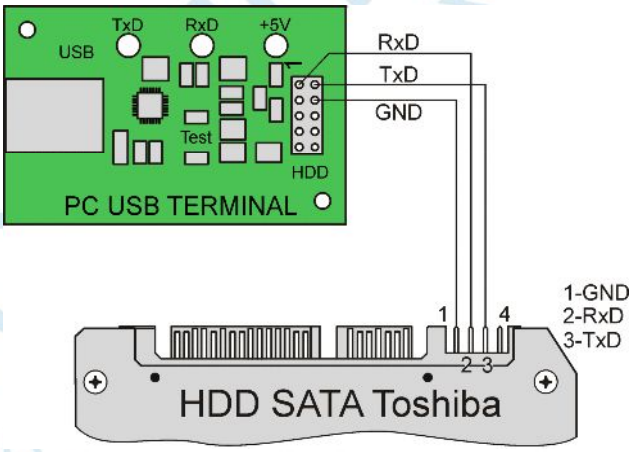

***Рис. 3.6. Схема подключения терминала к SATA HDD 2.5".***
**4)** Подсоединить переходник «PC-TOSH.SATA» к терминальному разъему HDD. Подсоединить адаптер «PC USB TERMINAL» к USB порту и переходнику «PC-TOSH.SATA» для возможности работы через терминал. При отсутствии переходника «PC-TOSH.SATA» соединение с терминалом выполнить согласно схеме, приведенной на Рис. 3.6.